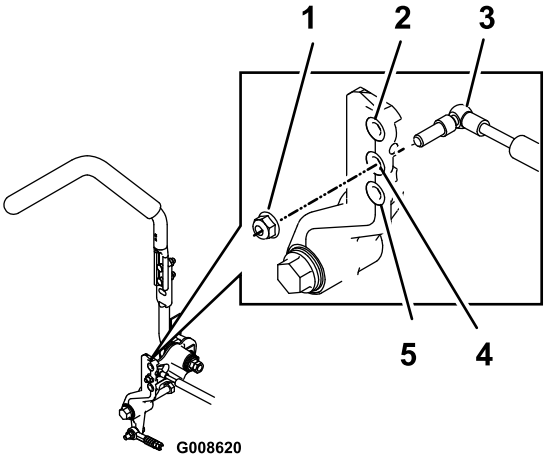

Figur 64
2. Lossa låsmuttern, flytta motviktens fästskruv till önskat läge och montera låsmuttern. I Figur 64 visas de olika monteringsalternativen.